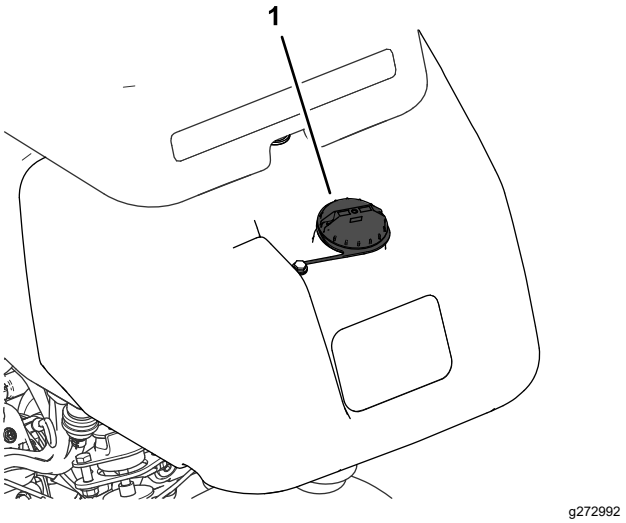

Figuur 27
1. Reinig de omgeving van de dop van de brandstoftank en verwijder de dop (Figuur 27).